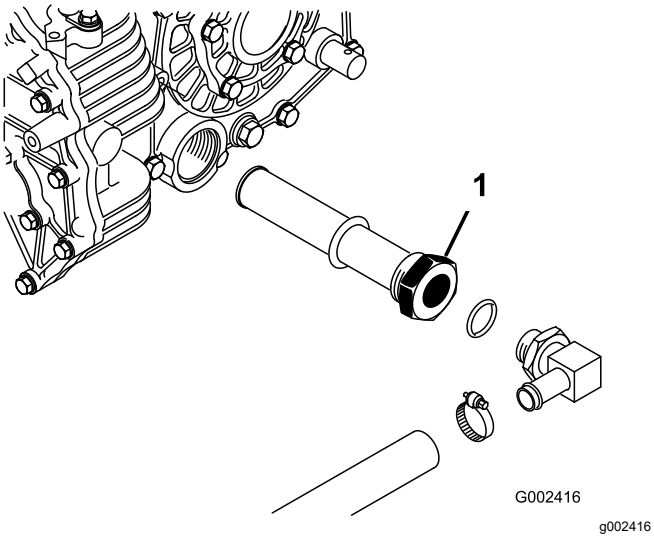

Figur 71
3. Observera riktningen på hydraulslangen och 90-graderskopplingen som är anslutna till filtret på tankens ena sida (Figur 71).